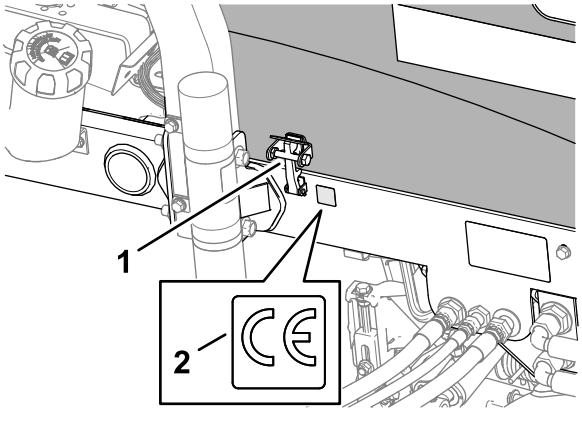

**Figur 38**
3. Torka av den vänstra ramen nära motorhuvlåset med alkohol och låt ramen torka (Figur 38).
4. Ta bort skyddspapperet och fäst CE-dekalen med artikelnr 133-8095 på ramen enligt Figur 38.